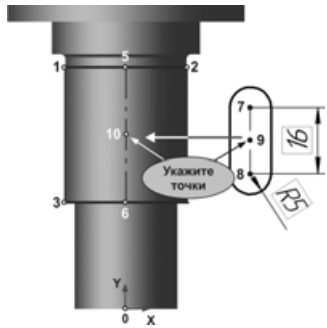

Рис. 5.254
- Для окончательного определения положения паза в эскизе нажмите кнопку **Объединить точки** на панели **Параметризация** и укажите средние точки 10 и 9 (рис. 5.254). Поскольку положение точки 10 в эскизе определено параметрическими связями, перемещаться будет точка 9 контура паза.